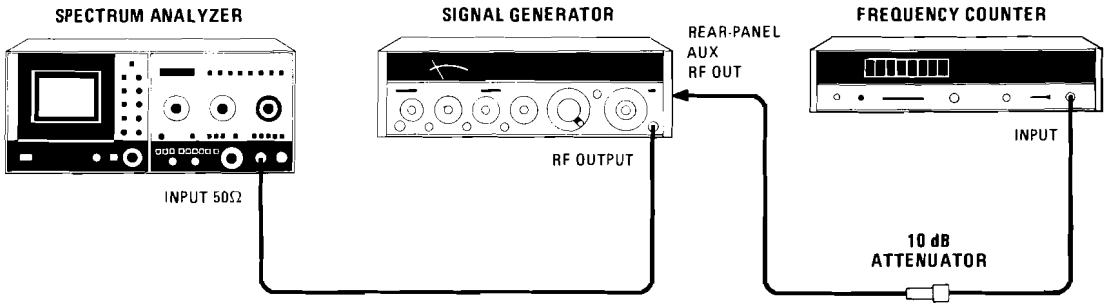

Figure 4-6. Resolution Bandwidth Selectivity Test Setup
b. Connect equipment as shown in Figure 4-6. Tune signal generator to 321.4 MHz and set output level to approximately −10 dBm. Connect signal generator output to spectrum analyzer EXT MIXER BNC connector.